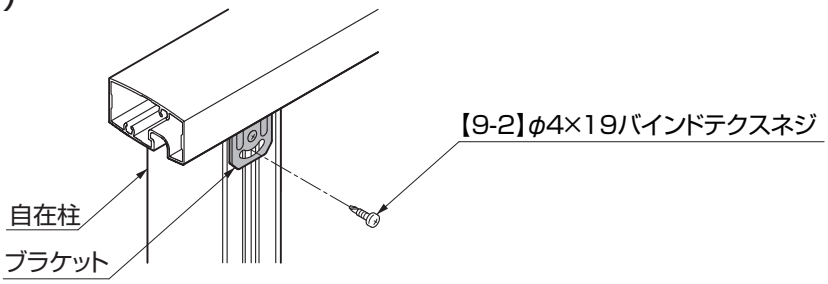

図4-5
④全て正しく施工していることを確認した後、全ての柱と柱ブラケットを【9-2】で固定してください。（図4-5参照）